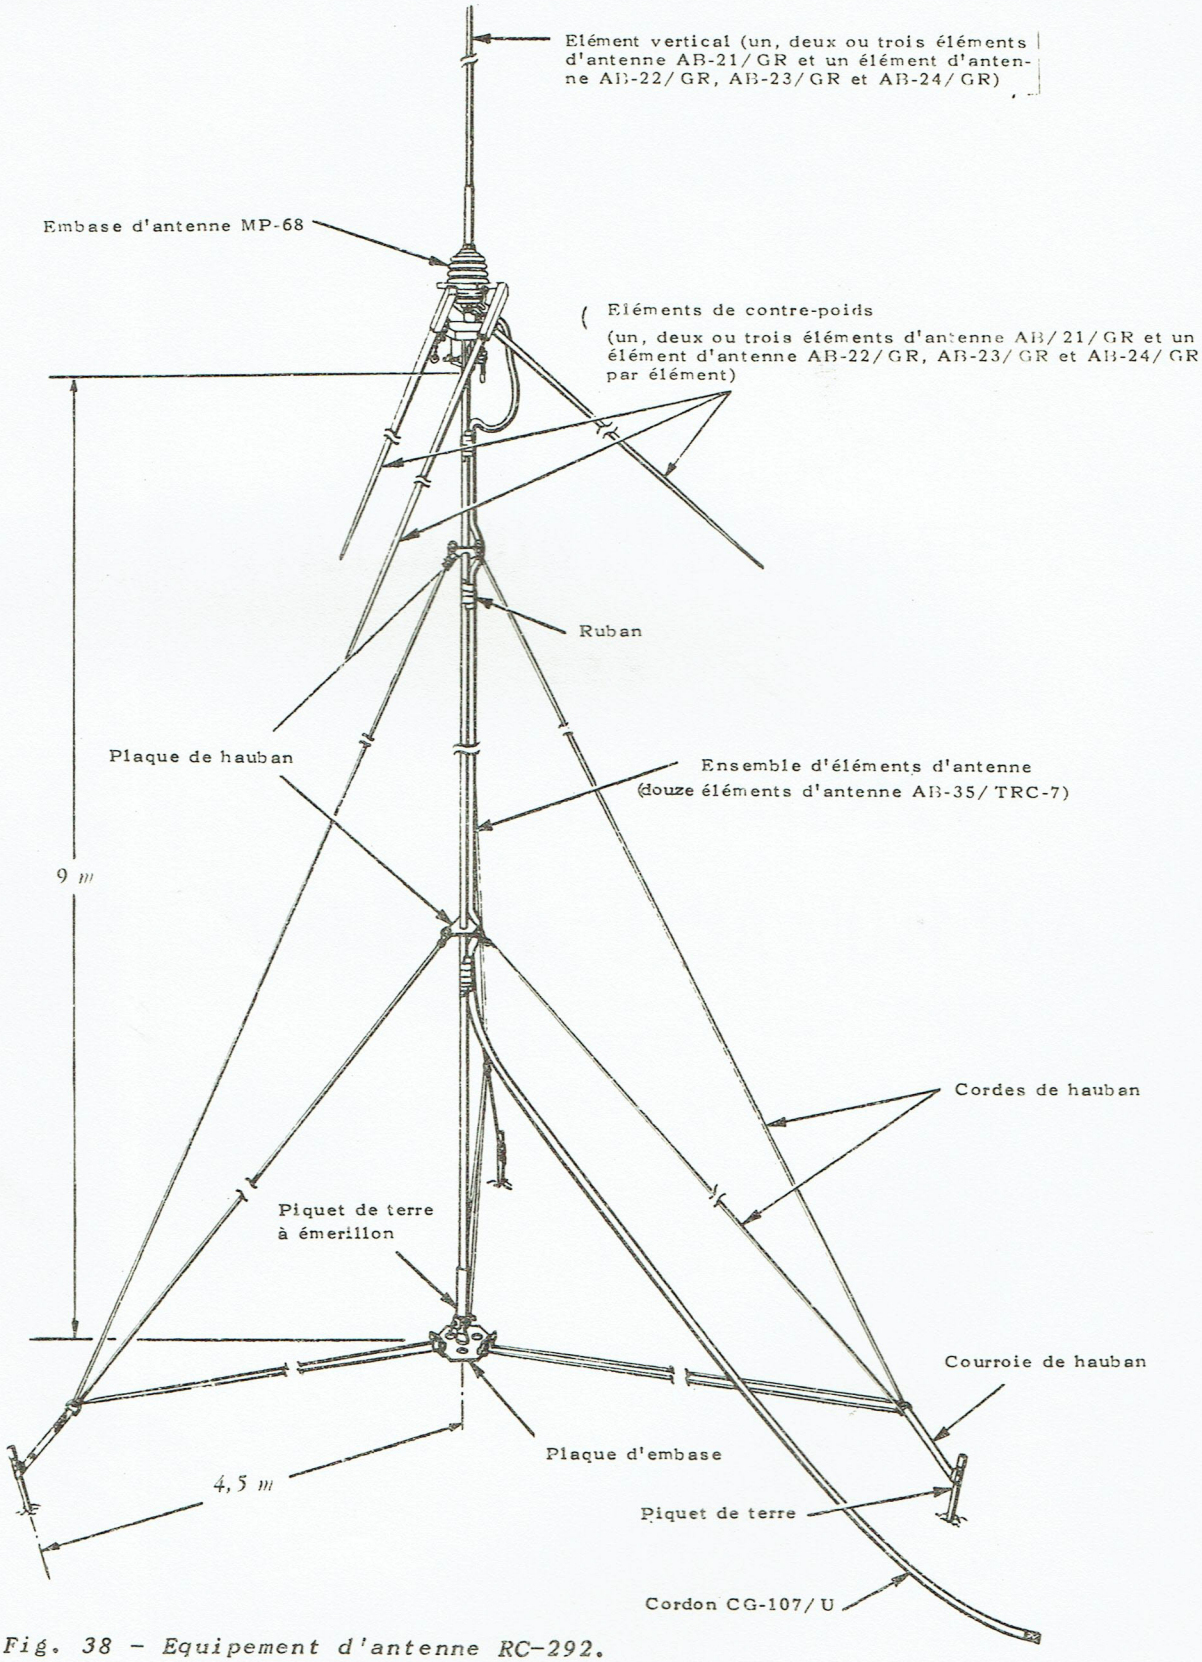

Fig. 38 - Equipement d'antenne RC-292.
5.D - Equipement d'antenne RC-292 *(Figure 38)*